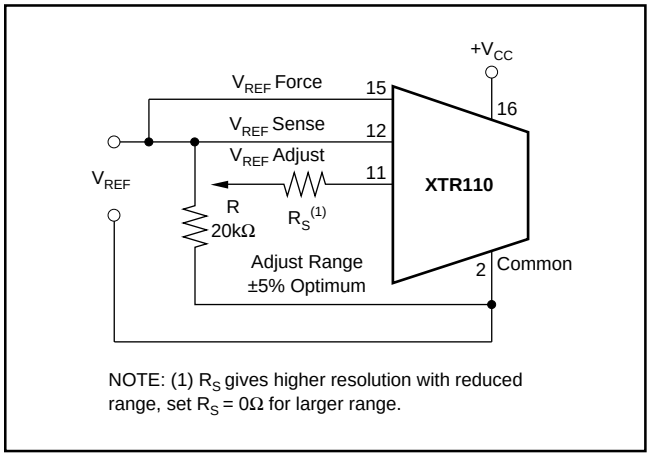
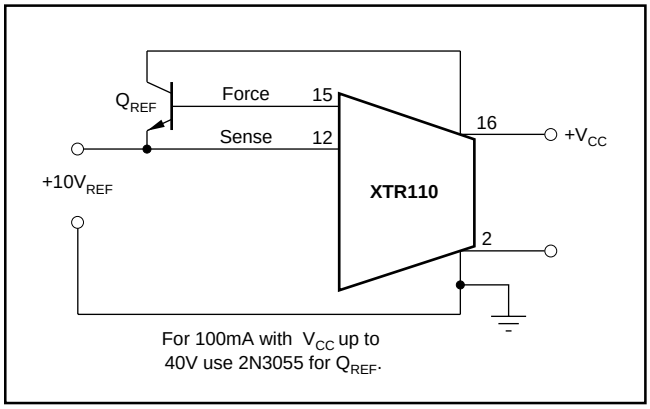

FIGURE 3. Optional Adjustment of Reference Voltage.
FIGURE 4. Increasing Reference Current Drive.
NOTES: (1) Including internal reference. (2) Span is the change in output current resulting from a full-scale change in input voltage. (3) Within compliance range limited by ($+V_{CC}$ – 2V) $+V_{DS}$ required for linear operation of the FET. (4) For V_{REF} adjustment circuit see Figure 3. (5) For extended I_{REF} drive circuit see Figure 4. (5) Unit may be damaged. See *Input Voltage Range* section.
The reference voltage is accurately regulated at pin 12 ($V_{REF\ SENSE}$). To preserve accuracy, any load including pin 3 should be connected to this point. The circuit in Figure 3 shows adjustment of the voltage reference.
The current drive capability of the XTR110's internal reference is 10mA. This can be extended if desired by adding an external NPN transistor shown in Figure 4.